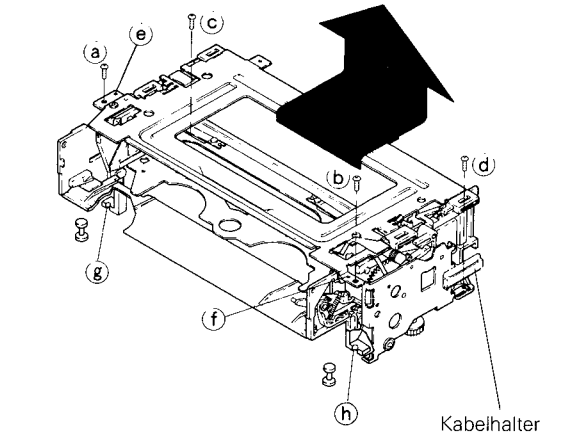

Abb. 2-1-2 F0D002
D. Die fünf Kassettenfachbefestigungsschrauben ⓐ, ⓑ, ⓒ und ⓓ, entfernen. Das Kassettenfach vorsichtig nach oben in Pfeilrichtung herausnehmen. (Siehe Abb. 2-1-2)